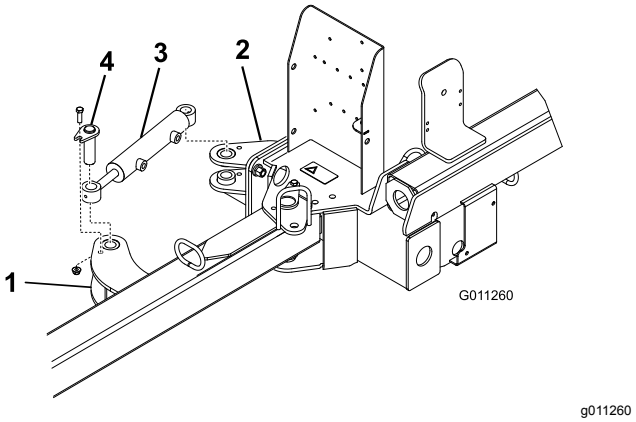

Figur 6
2. Fest hver ende av hydraulikksylinderen til en aktuatortapp med en boltenhet, en bolt på 3/8 x 1 1/4 tomme og en flensmutter (3/8 tomme) (Figur 6).